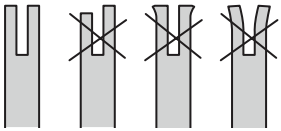

Fig. 46
5. Check the guide bar ‘rail’ for wear: Hold a ruler (straight edge) against the side of the guide bar and ‘cutter side plates’. If there is a gap between the ruler and guide bar the guide bar ‘rail’ is normal. If there is no gap (ruler flush against the side of the guide bar) the guide bar ‘rail’ is worn and needs to be replaced with a new one of the same type (Fig. 46).